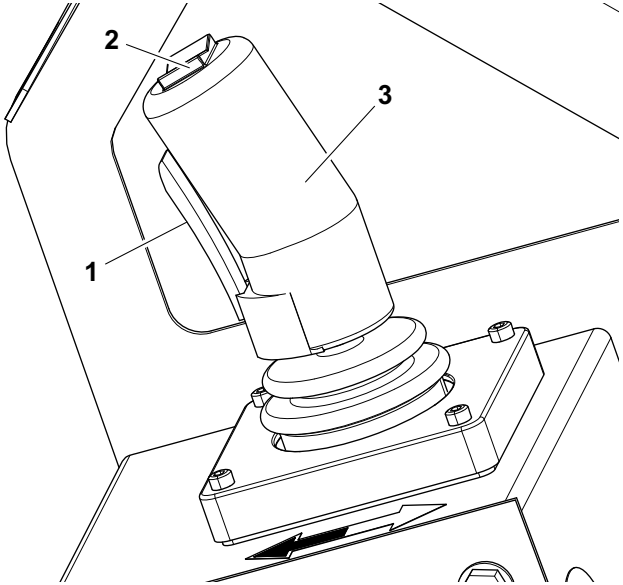

**Figure 3-7. Composants des commandes de la plate-forme**
*(élément 2 - Figure 3-7.)*
*(éléments 1 et 3 - Figure 3-7.)*
4. Appuyer sur l'interrupteur de déclenchement sans le relâcher et déplacer le manipulateur vers l'arrière (relevage de la plate-forme - direction de la flèche blanche) ou vers l'avant (abaissement de la plate-forme - direction de la flèche noire) et le maintenir jusqu'à ce que la position souhaitée soit atteinte. Lorsque l'interrupteur de déclenchement est relâché ou que le manipulateur est ramené dans sa position centrale, la fonction en cours d'utilisation s'arrête. *(éléments 1 et 3 - Figure 3-7.)*